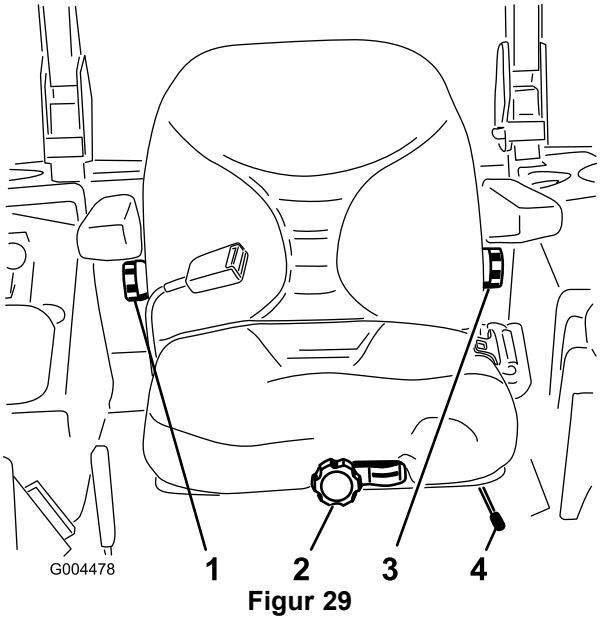

Figur 29
1. För spaken i sidled för att låsa upp sätet och justera det (Figur 29).
Justera genom att vrida ratten framför i endera riktningen när du inte sitter på sätet för att uppnå bästa bekvämlighet (Figur 29).
Justera genom att vrida ratten under det högra armstödet i endera riktningen för att uppnå bästa bekvämlighet (Figur 29).
Justera genom att vrida vredet under det vänstra armstödet i endera riktningen för att uppnå bästa bekvämlighet (Figur 29).